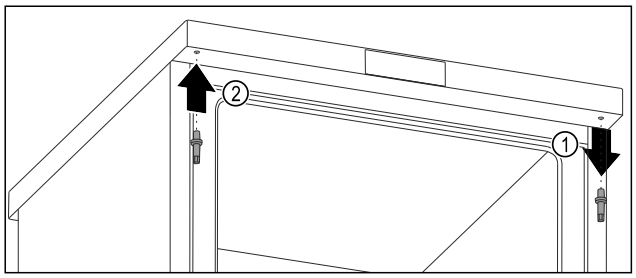

Fig. 14
▶ Skruva ur övre bult med utvändig sexkantsnyckel. *Fig. 14 (1)*
▶ Skruva fast bult på motsatta sidan med utvändig sexkantsnyckel. *Fig. 14 (2)*